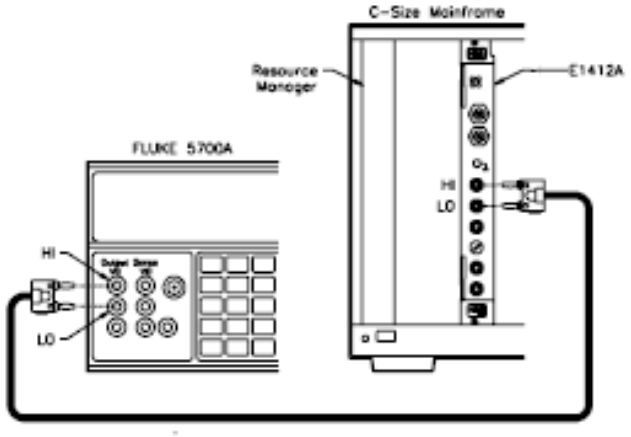

Figure 4-3 Resistance (2-Wire) Gain Verification Test Setup.
1. Connect a short across the HI and LO terminals of the multimeter test leads (at the calibrator end) as shown in Figure 4-3.